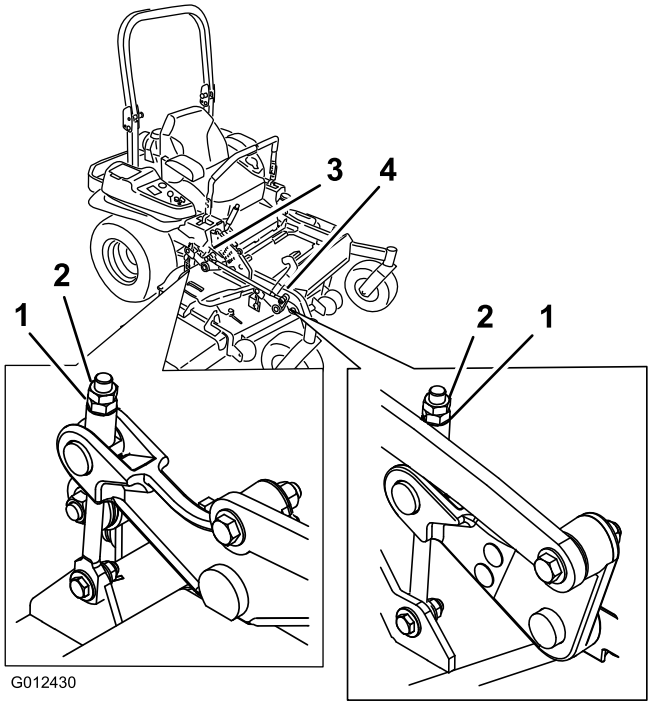

Figuur 87
10. U kunt de stelmoer op de hefinrichting van het voorste maaidek draaien om deze nog nauwkeuriger in te stellen (Figuur 87).
16. U kunt de stelmoer op de hefinrichting van het voorste maaidek draaien om deze nog nauwkeuriger in te stellen (Figuur 87).